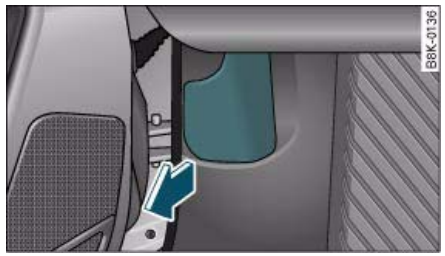

Fig. 250 Detail of footwell on driver's side: Release lever
– Pull the lever under the dashboard in the direction indicated (arrow) ⇒ fig. 250.